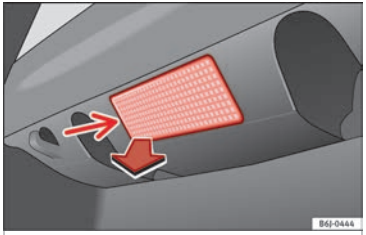

Fig. 205 Boot light.
– Remove the tulip-shaped fitting by pressing on its inside edge (arrow) using the flat side of a screwdriver ››› **Fig. 205**.